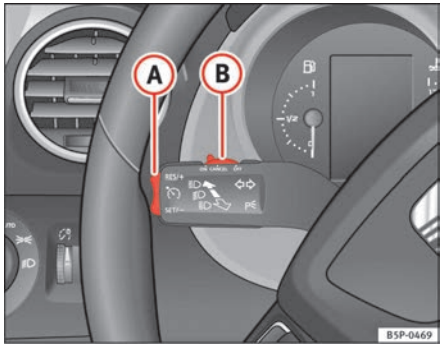

Fig. 149 Indicator and main beam headlight lever: switch and rocker switch for the cruise control
– Push the switch ⇒ fig. 149 (B) to the left to **ON**.